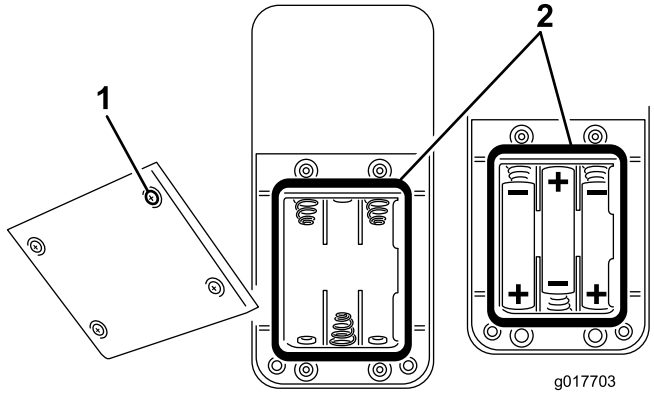

Figur 32
2. Hvis du setter i batteriene i et tomt batterirom, må du sette i tre nye AAA-batterier. Plasser batteriene som vist i Figur 32.
3. Hvis du bytter ut utgåtte batterier, tar du ut de gamle og setter i tre nye AAA-batterier. Plasser batteriene som vist i Figur 32.